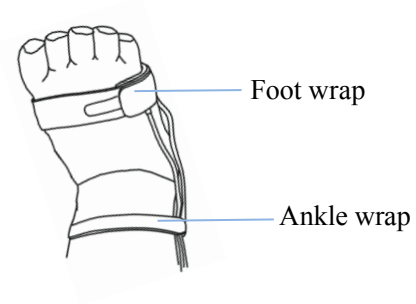

Figure 3.10C Right foot view
② Use the ankle wrap to secure the sensor cable on the ankle or leg (see Figure 3.10C). Do not over-tighten.